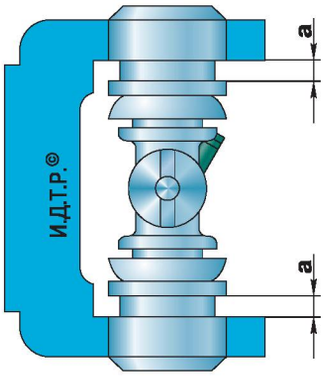

Рис. 6.17. Схема запрессовки подшипников карданного шарнира
12. Запрессуйте окончательно первый подшипник так, чтобы канавки для стопорных колец разместились на равном расстоянии **а** (рис. 6.17) относительно внутренних торцов вилки.